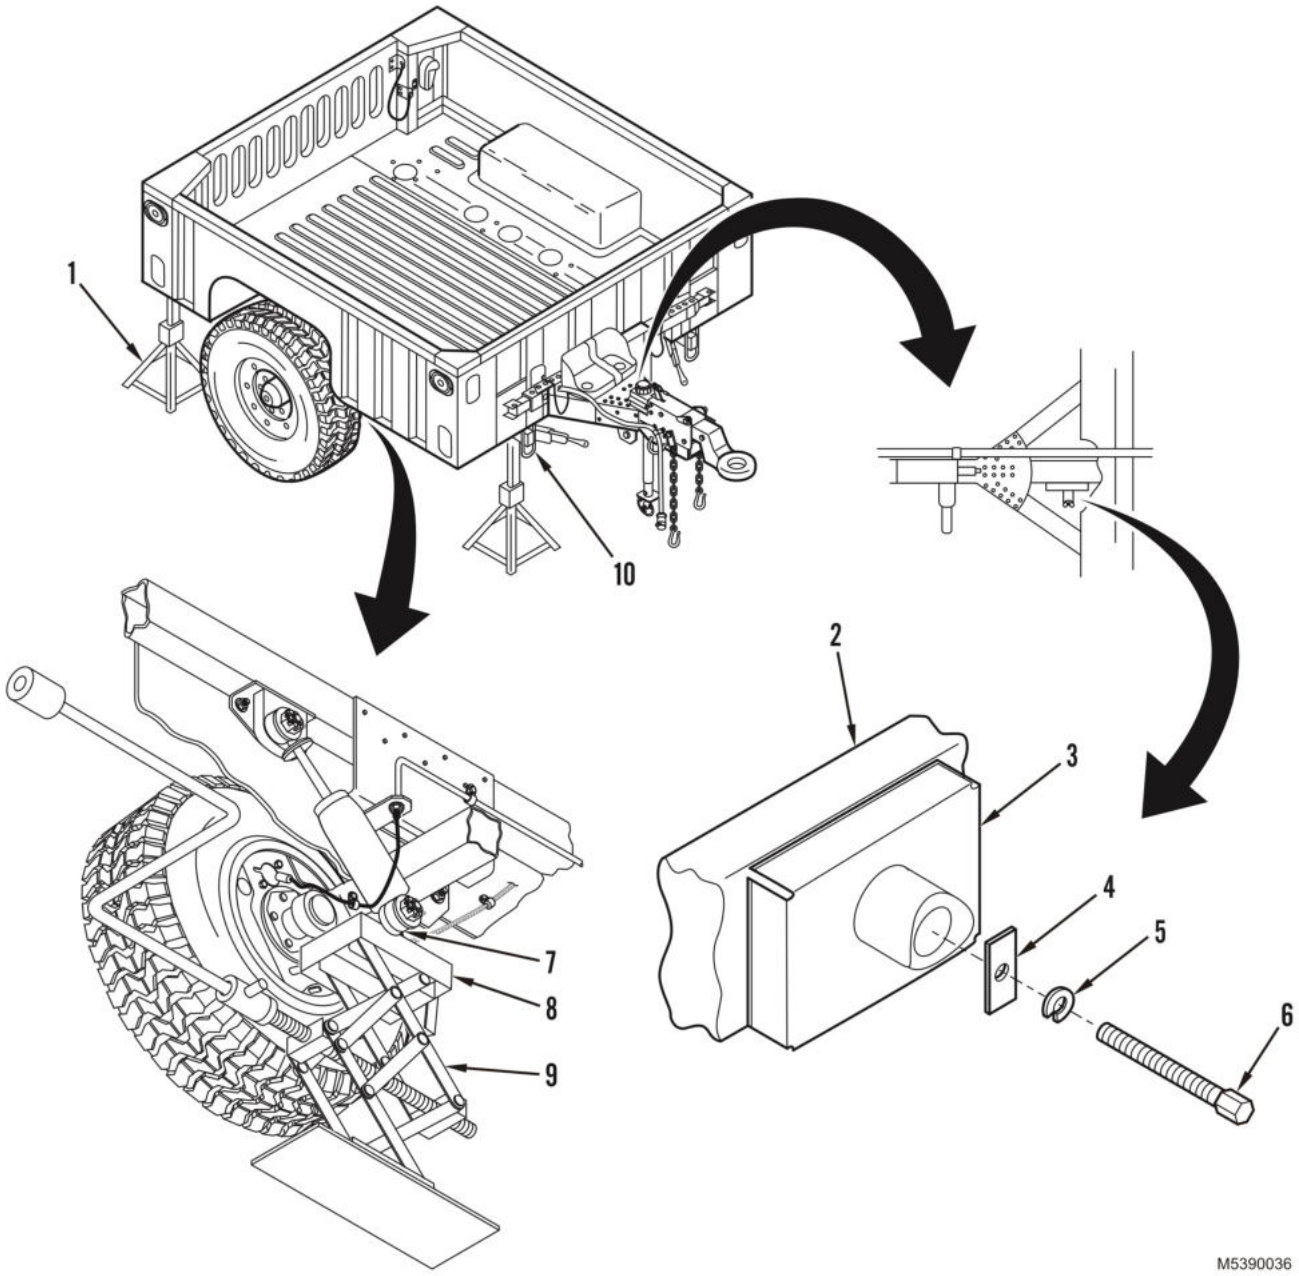

Figure 13. Service Brake Adjustment.
2. Remove wingscrew (Figure 13, Item 6), lockwasher (Figure 13, Item 5), rectangular washer (Figure 13, Item 4), and jack spacer (Figure 13, Item 3) from trailer frame (Figure 13, Item 2).
3. Position jack spacer (Figure 13, Item 3) and jack (Figure 13, Item 9) under lower shock absorber mount (Figure 13, Item 7).
4. Using jack (Figure 13, Item 9) under torsion arm (Figure 13, Item 7), raise wheel off ground.
5. Install jack stands (Figure 13, Item 1) under sling frame (Figure 13, Item 10) on both front and rear of side being worked on, and lower trailer onto jack stands.